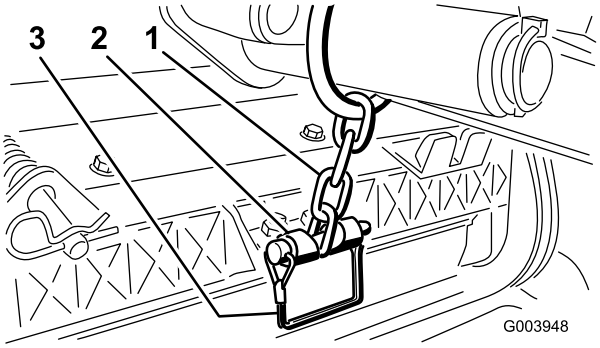

Figuur 9
11. Bevestig de ketting van de hefarm aan de kettingbeugel met de borgpen (Figuur 9).